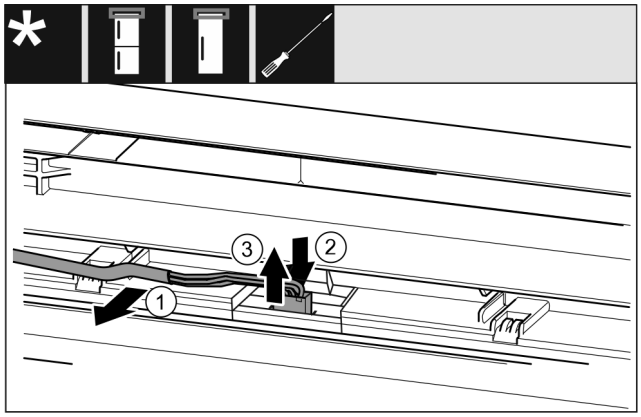

*Fig. 24 Ledusskapja / saldētavas kombinācijas / saldēšanas kameras / ledusskapji**
▶ Atbrīvojiet uzmanīgi kabeli *Fig. 24 (1)* no vadotnes durvīs.*
▶ Spiediet mēlīti *Fig. 24 (2)* aiz spraudņa uz aizmuguri.*
▶ Izvelciet uzmanīgi spraudni *Fig. 24 (3)* uz augšu.*